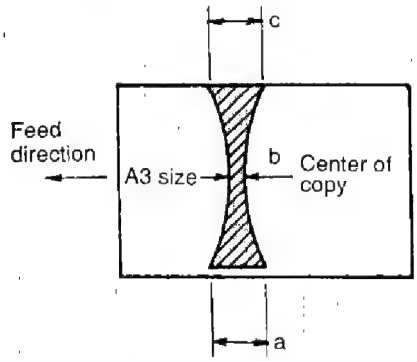

Figure 4-91
If the nip width is not as shown in Figure 4-91, turn the bolt to adjust it.
4) Measure the width of the area where toner is shiny; see Figure 4-91.